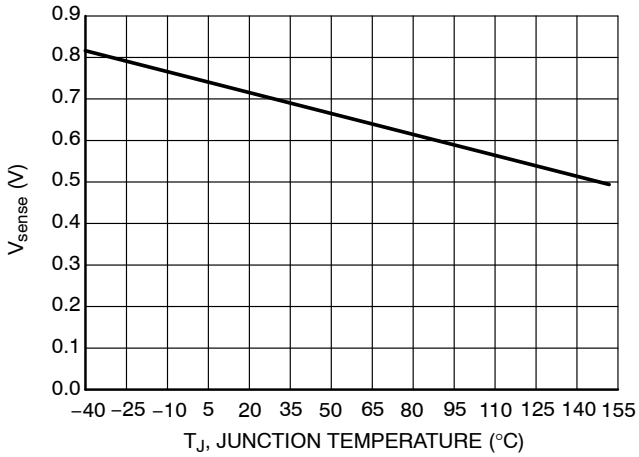

Figure 2. V_{sense} vs. Junction Temperature
a. $R_{ext} = V_{sense}$ (see Figure 2) / I_{LED}